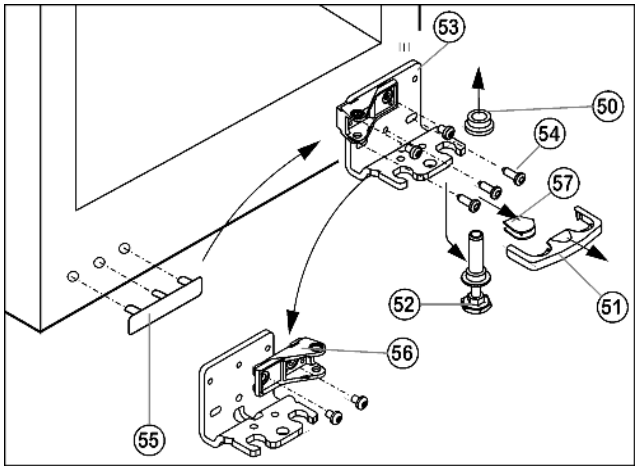

Fig. 14
▶ Sicherung *Fig. 14 (51)* nach vorn abziehen.
▶ Abdeckung *Fig. 14 (57)* abziehen.*
▶ Stellfuß *Fig. 14 (52)* ganz eindrehen.
▶ Lagerbolzen *Fig. 14 (52)* nach unten und vorn herausziehen. Dabei auf Scharnierbuchse *Fig. 14 (50)* achten.
▶ Lagerbock *Fig. 14 (53)* abschrauben (3 x Torx 25).
▶ Griffseitige Abdeckung *Fig. 14 (55)* vorsichtig abheben und umsetzen.
▶ Lagerbock *Fig. 14 (53)* auf der neuen Scharnierseite ggf. mit Hilfe eines Akkuschraubers wieder festschrauben.
▶ Lagerteil *Fig. 14 (56)* abschrauben und innen um 180° gedreht wieder festschrauben.
▶ Abdeckung *Fig. 14 (57)* auf der Gegenseite aufsetzen.*
▶ Scharnierbuchse *Fig. 14 (50)* aufsetzen.
- ▶ Tür von oben auf Lagerbolzen *Fig. 14 (52)* aufsetzen.